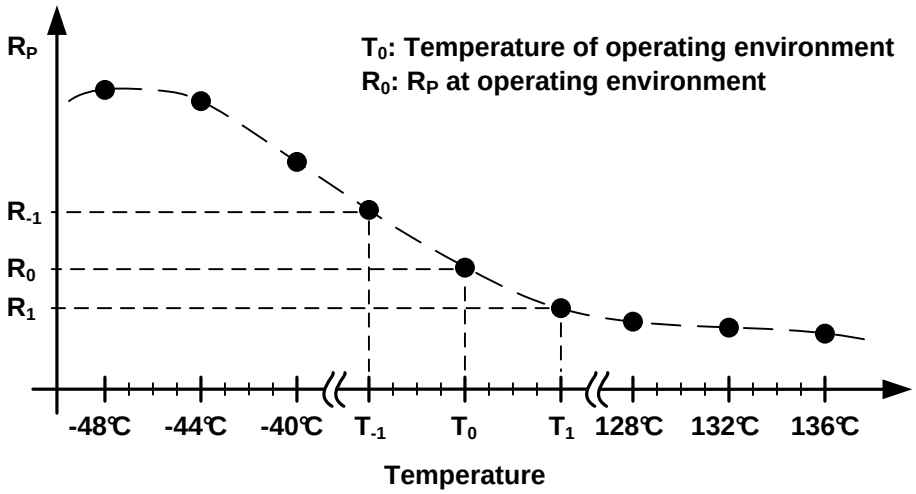
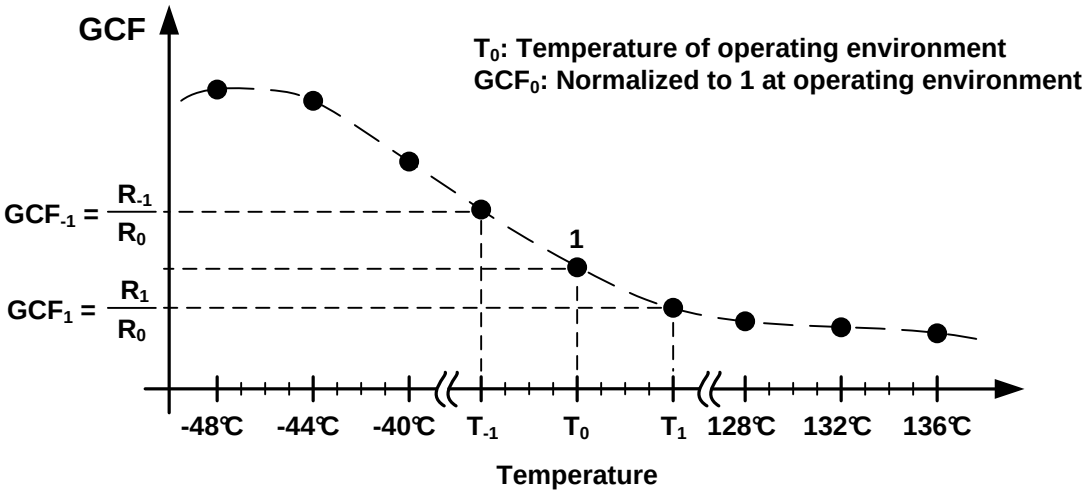

Figure 25. R_P Measurement Example
Figure 26. GCF Normalized Example
3. **Normalizing R_P:** Once all R_P values have been read and logged for the whole LUT temperature range as illustrated in Figure 25 the data must be normalized to the intended ambient operating temperature T_0. This is done by dividing each R_P data point by R_0, the measured R_P at the ambient operating temperature for each temperature of the LUT register. This ratio provides the gain correction factor coefficients (GCF) as shown in Figure 26. If the ambient operating temperature T_0 does not fall on one of the 4°C incremental points of the LUT then R_0 will need to be interpolated.